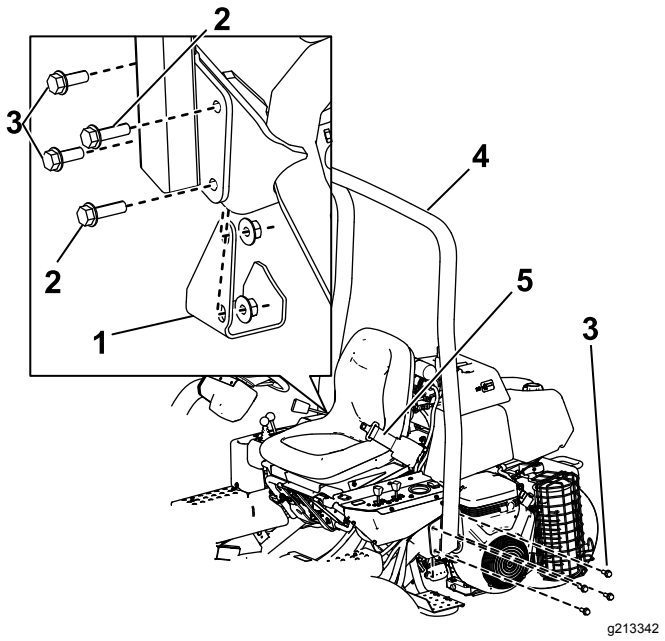

Figura 6
2. Abbassate il roll bar (Figura 6) sulle staffe di montaggio, allineando i fori di montaggio.
3. Fissate il lato sinistro del roll bar alla staffa di montaggio utilizzando 4 bulloni (½" x 1½") e dadi di bloccaggio (Figura 6).
5. Fissate il lato destro del roll bar e il tampone di sollevamento rimosso in precedenza alla staffa di montaggio utilizzando 2 bulloni (½" x 1½"), 2 bulloni (½" x 1¾") e dadi di bloccaggio, come illustrato nella Figura 6.